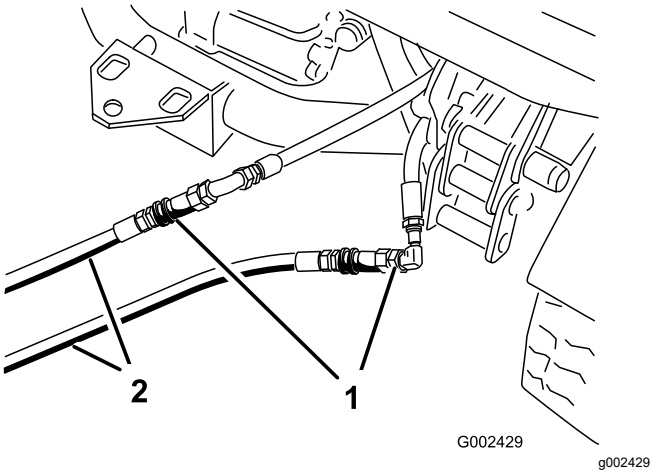

Figuur 76
3. Sluit de 2 opstartslangen op de defecte machine aan op de slangen die zijn losgemaakt (Figuur 76).